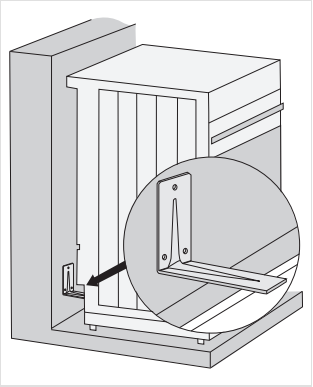

рис. 1
- Прислоните кронштейн короткой стороной к отметке на стене. Длинной стороной кронштейн должен опираться на верхнюю часть профиля на задней стенке прибора (рис. 1).